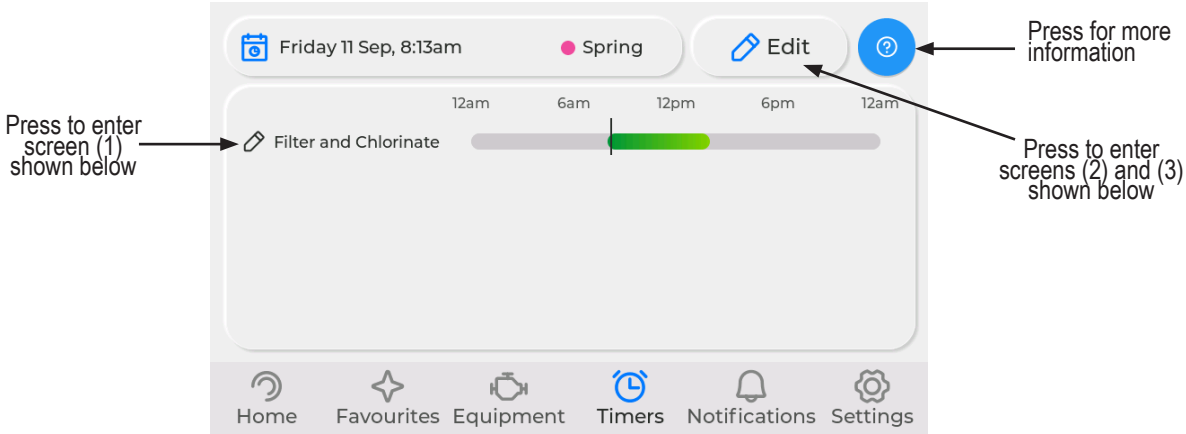
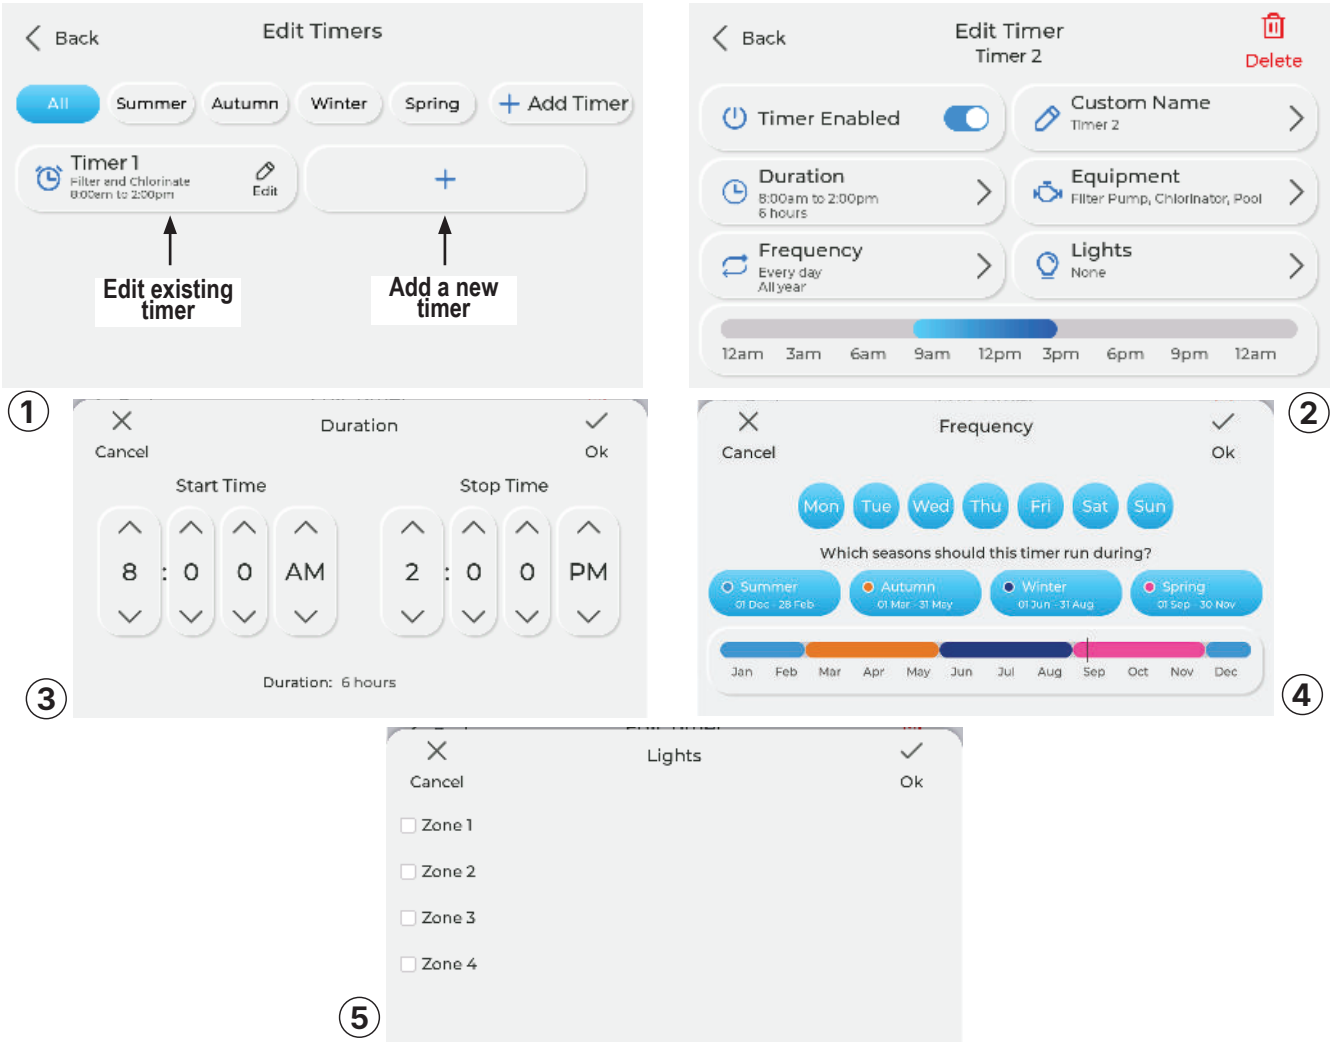

**Figure 12. Main Timer Screen**
**Figure 13. Timer Setting and Editing Screen**
Once all of your equipment has been connected and configured, Timers can be set to control when the Echo chlorinator filters, sanitises, and operates the connected equipment. See *Figure 12* and *Figure 13*. Each timer can be used for sanitisation or pump-only operation and can include connected equipment such as heater and lights where configured. Timers can overlap as long as there is no conflict in the operation of any of the equipment. If there is an issue, a warning symbol ⚠ will appear and the colour of the timer window will change to orange or red indicating that assistance or a change in setup is required.
| **Duration (see *Figure 13* screen 3)** | Select how long this operation should last (**AM and PM applies**) |
| **Frequency (see *Figure 13* screen 4)** | Select the days and seasons you want this timer to operate in this behaviour.See *Section 3.4.2, Seasons* for more information. |
| **Lights (see *Figure 13* screen 5)** | Check to operate lights with any of the timer windows and the selected zones if desired |
- **Settings > Date & Time > Timer Seasons (set Summer, Autumn, Winter and Spring (1) start dates (2) - press Save for each)**
3. The timer screen will show the seasons and days selected in blue for the selected timer. See *Figure 13* screen 4.